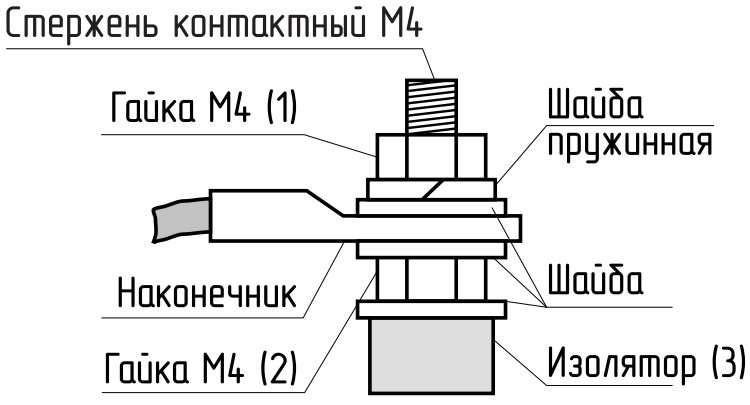

Рис.8 Присоединение проводов к выводам блок ТЭН
10.4. При замене блок ТЭН присоединение фазных проводов к выводам блок ТЭН производить согласно Рис.8. Сечение кабеля указано в таблице 1 и 1.1.